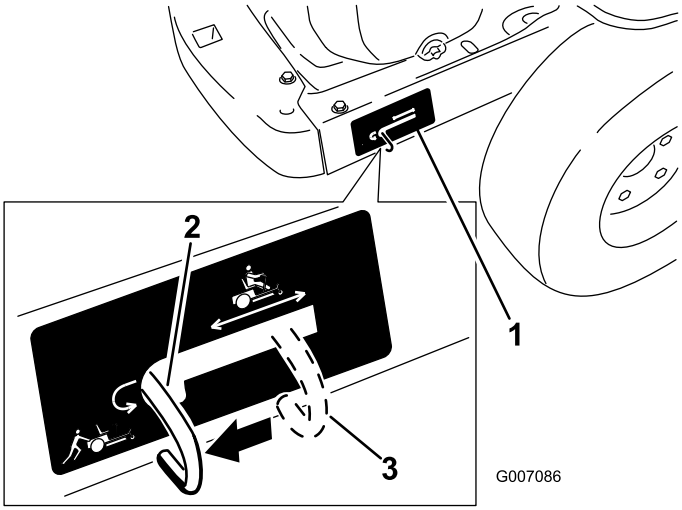

Figura 22
4. Spostate le leve by-pass indietro e poi verso il basso per bloccarle in posizione come riportato nella Figura 22 per disinserire i motori della ruota. Ripetete l'operazione su ciascun lato della macchina.
Spostate le leve by-pass verso l'alto e spingetele in avanti, fino a **metà** della scanalatura orizzontale (Figura 22) per innestare i motori della ruota.